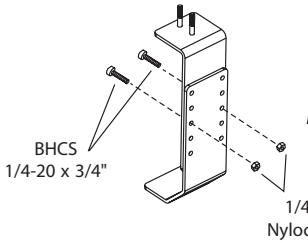

Figure 18-4
4. Attach brackets together **and fasten using** supplied hardware. *[Figure 18-4]*